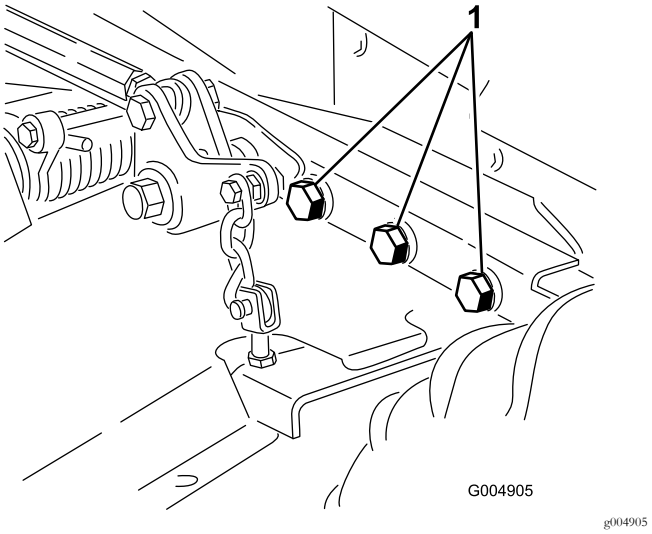

Figur 63
4. Kontroller, at der ikke er løse dele, som skal være fastspændte, og efterspænd dem om nødvendigt. Tilspænd de seks bolte, der fastholder plæneklipperskjoldets ramme til traktionsenheden (Figur 63), med et moment på 359 N·m.